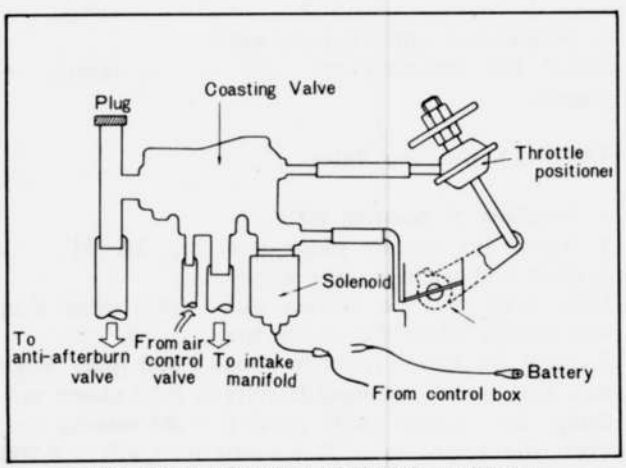

Fig. 1A–52 Checking of throttle positioner
1. Remove the air hose leading to the air cleaner from the coasting valve air inlet, and plug the air inlet as in Fig. 1A–52.